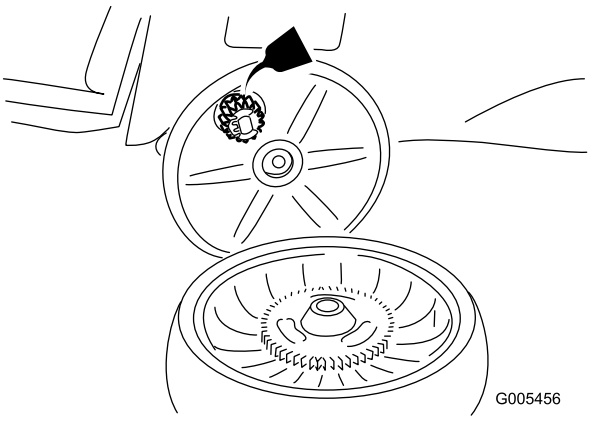

Figure 32
2. Apply a lubricating oil to the gear as shown in Figure 32.